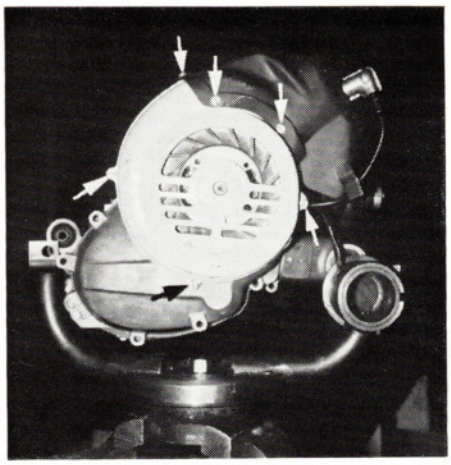

Bild 8: Befestigungsschrauben für Lüftergehäusedeckel und Kühlluftführung.
2. 4 Schlitzschrauben an der Kühllufthaube lösen, Haube abnehmen (Bild 8). 3 Schrauben für Lüfterdeckel entfernen, Deckel abnehmen.